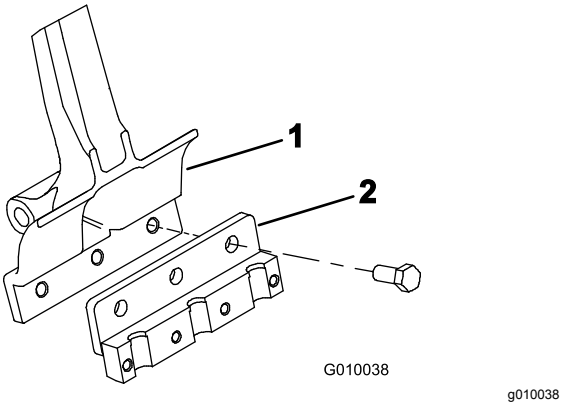

**Figur 23**
3. Montera en luftarpinnshållare på varje luftarpinnsarm med tre bultar (1/2 x 1–1/4 tum) (Figur 23). Dra åt bultarna till 101,6 N·m.